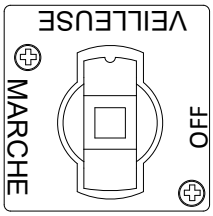

Figure 1
1. Assurez-vous que l'appareil est hors tension, puis fermez la soupape de gaz. Attendez au moins 5 minutes, puis tournez le bouton de la soupape de gaz à la position PILOT (cf. Figure 1).